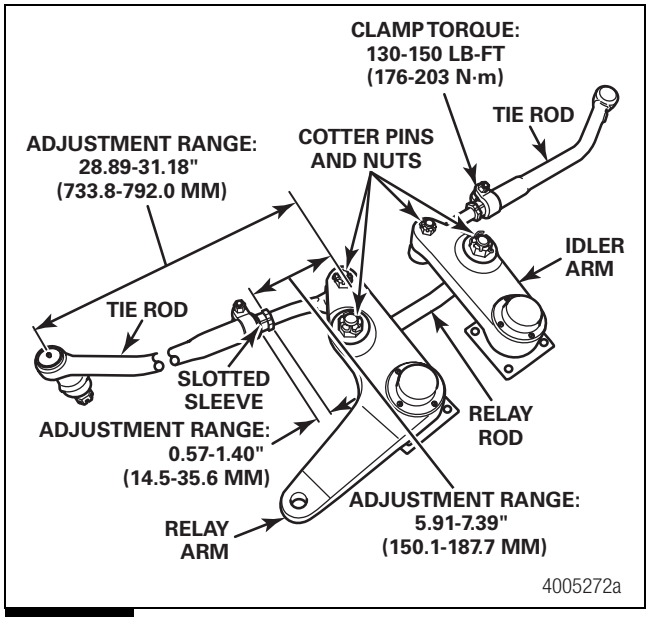

Figure 7.26
8. Verify that the tie rods are the correct length and are within 1/8-inch (3 mm) of each other. The tie rod ends and the slotted adjustment sleeves must have the correct engagement with the tie rod. Adjust the tie rod length as necessary. Figure 7.26.